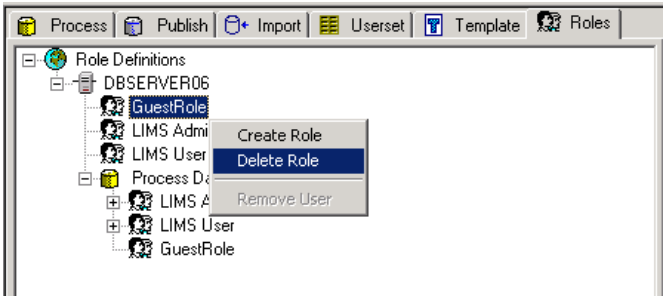

Figure 15.80
1. In the role definitions tree (under the active server), right-click the role that you want to delete and select **Delete Role** from the shortcut menu that appears **(Figure 15.80)**. Alternatively, click the role and select **Roles** → **Delete Role** from the menu bar.